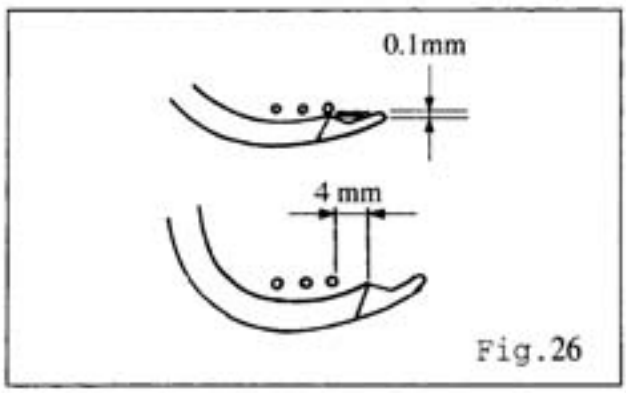

Fig.26
2. 当针棒升至最高时,上勾针针尖前进到最右点,此时,上勾针针尖到右针的间隙为4mm。而当上勾针针尖经过右针时，两者的间隙为0.1mm。（图26）
When the Spreader passes the right needle, the clearance between the hook's point of Spreader and right needle is 0.1mm. (Fig 26)